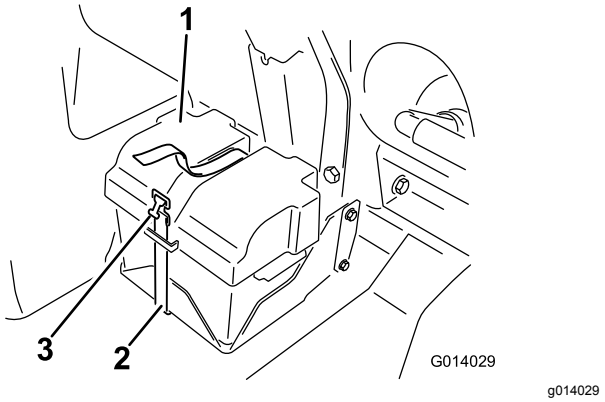

図 76
2. バッテリーについているカバーを外し、バッテリーのマイナス黒端子からケーブルを外す 図 76。
4. バッテリーカバーを取り付け、先ほど取り外したストラップで固定する図 76。